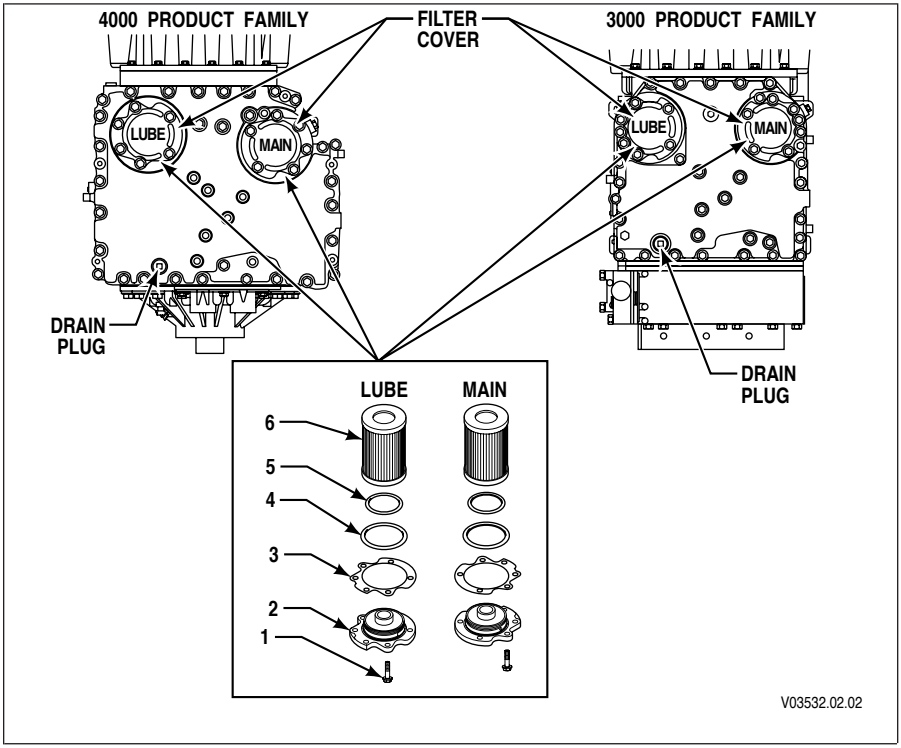

Figure 2–2. Location of Filters for Service
b. Replace Filters. Refer to Figure 2–2.